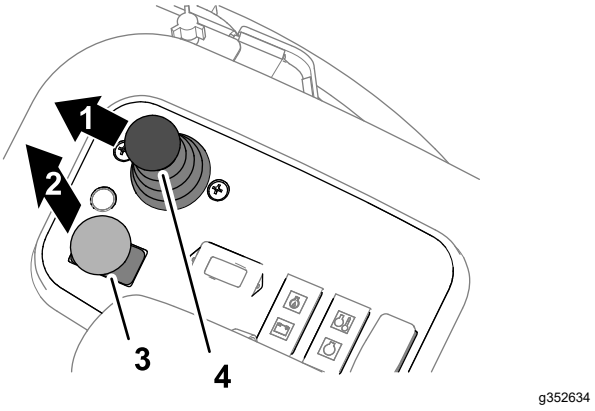

**Figur 100**
3. För styrspaken för att sänka/höja klippenheterna framåt (Figur 100).